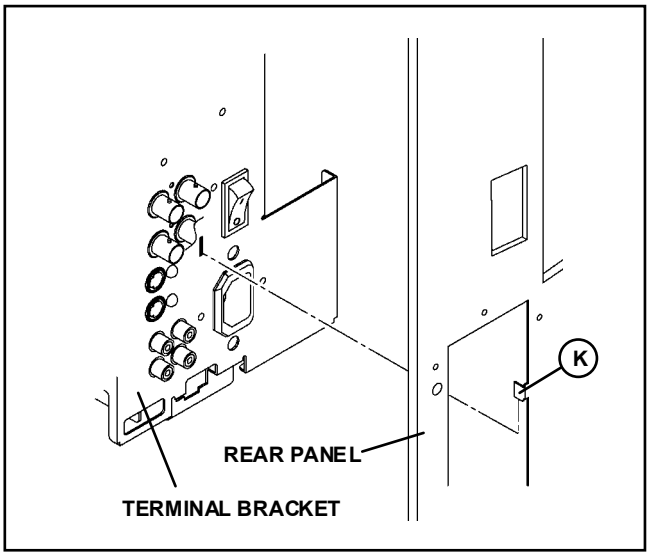

Fig.1
8. As shown in Fig.1, lift the rear panel and remove the claw marked Ⓚ from the terminal bracket.